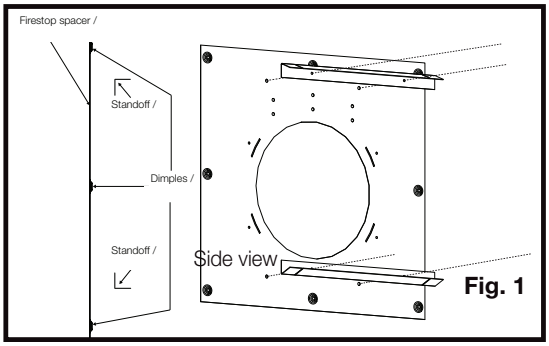

Fig. 1
1. Installez les espaceurs sur un côté de l’espaceur coupe-feu (Figure 1).